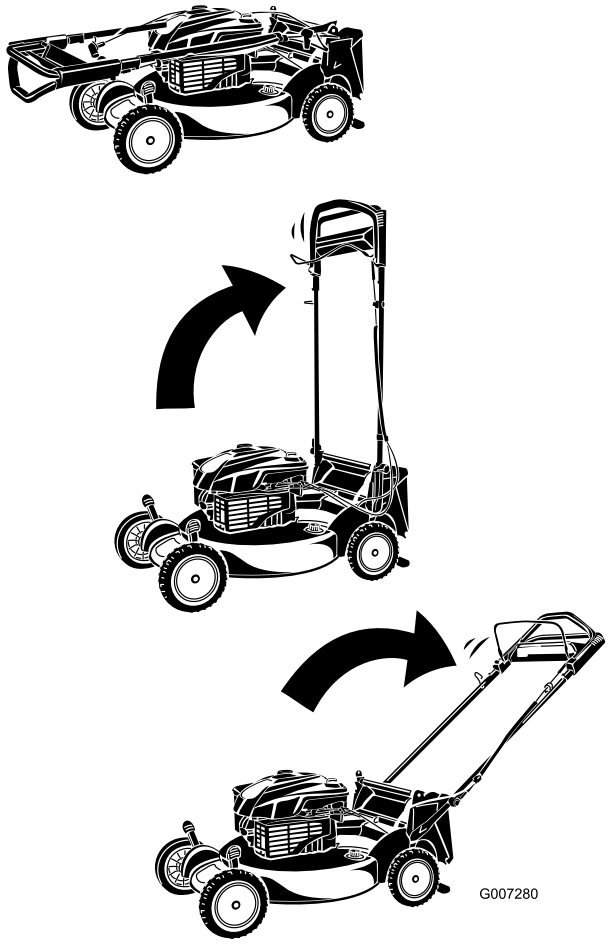

Figuur 4
3. Draai de handgreep naar achteren (Figuur 4).